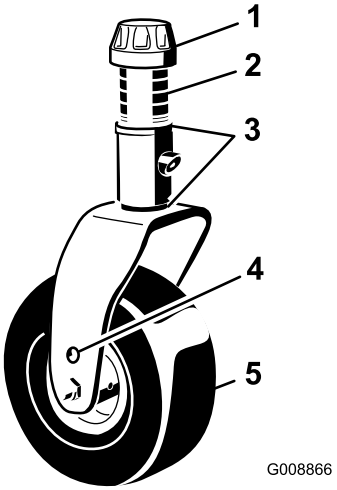
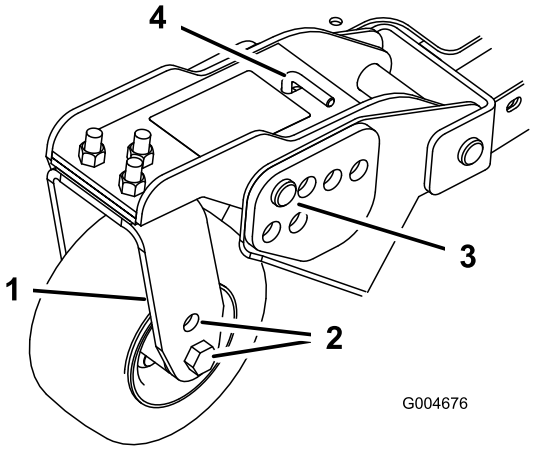
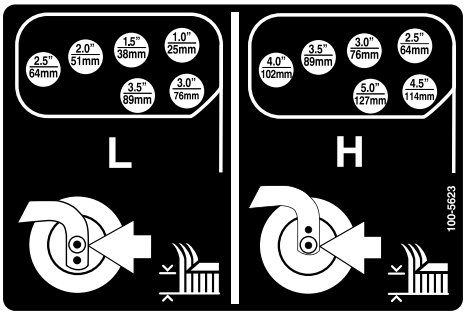

Figura 20
Figura 22
Figura 23
1. Coloque os eixos da roda giratória nos mesmos orifícios em todas as forquilhas da roda giratória (Figura 20 e Figura 22). Consultar o quadro seguinte para determinar quais os orifícios adequados para cada posição.
2. Retire a tampa de fixação do eixo roscado e desloque o fuso (Figura 20) para fora do braço da roda giratória. Coloque ambos os calços (3 mm) no eixo, tal como se encontravam originalmente. Estes calços são necessários para atingir a mesma altura ao longo de toda a largura das unidades de corte. Desloque um número apropriado de cunhas de 13 mm para o eixo para obter a altura de corte desejada; em seguida, desloque a arruela para o eixo.
4. Retire o contrapino tipo grampo e o pino de segurança dos braços articulados da roda giratória (Figura 22).
5. Rode a barra tensora para levantar ou descer o braço articulado, até os orifícios se encontrarem alinhados com a altura desejada dos orifícios da altura de corte na estrutura da unidade corte (Figura 22 e Figura 23).